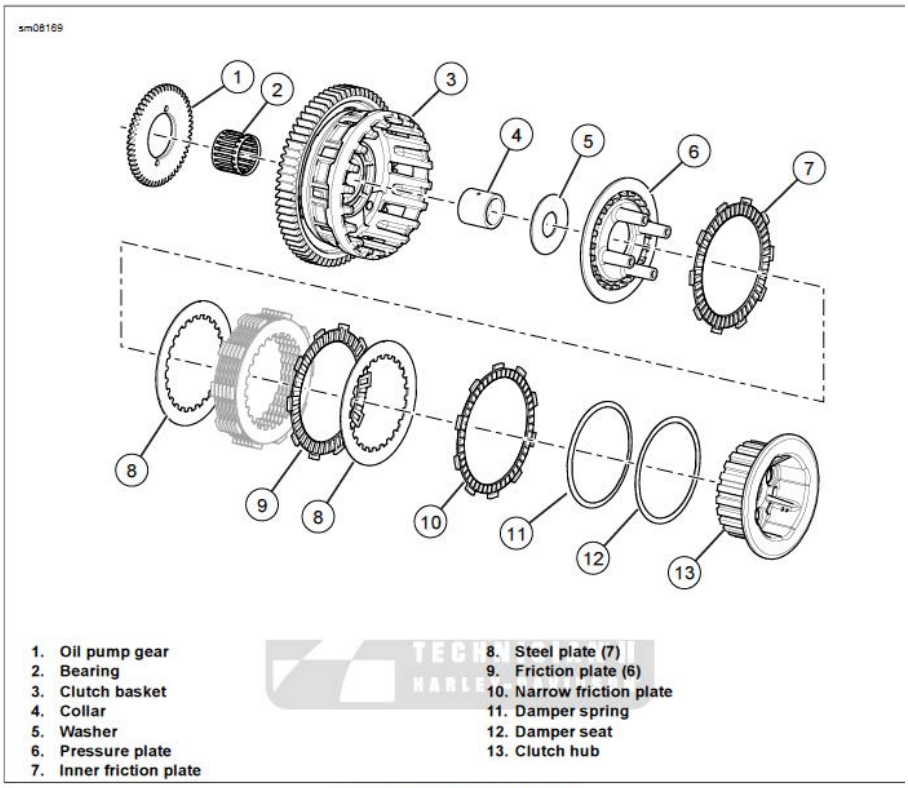

Figure 5-11. Clutch Assembly
b. Install narrow friction plate (2).
c. See Figure 5-11. Install steel plates (8) and friction plates (9).
d. Install pressure plate (6).